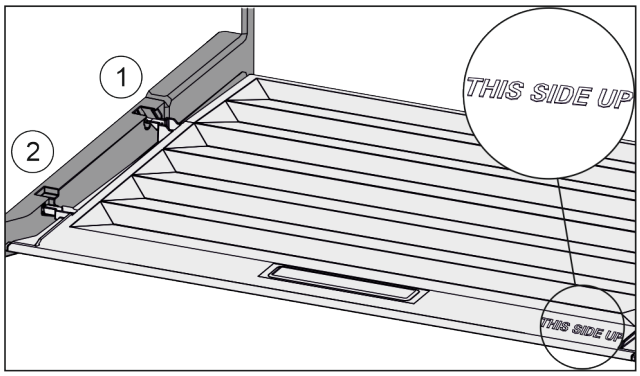

Fig. 40
▶ Insert the lip of the cover over the opening of the rear bracket *Fig. 40 (1)* and click into place *Fig. 40 (2)*.